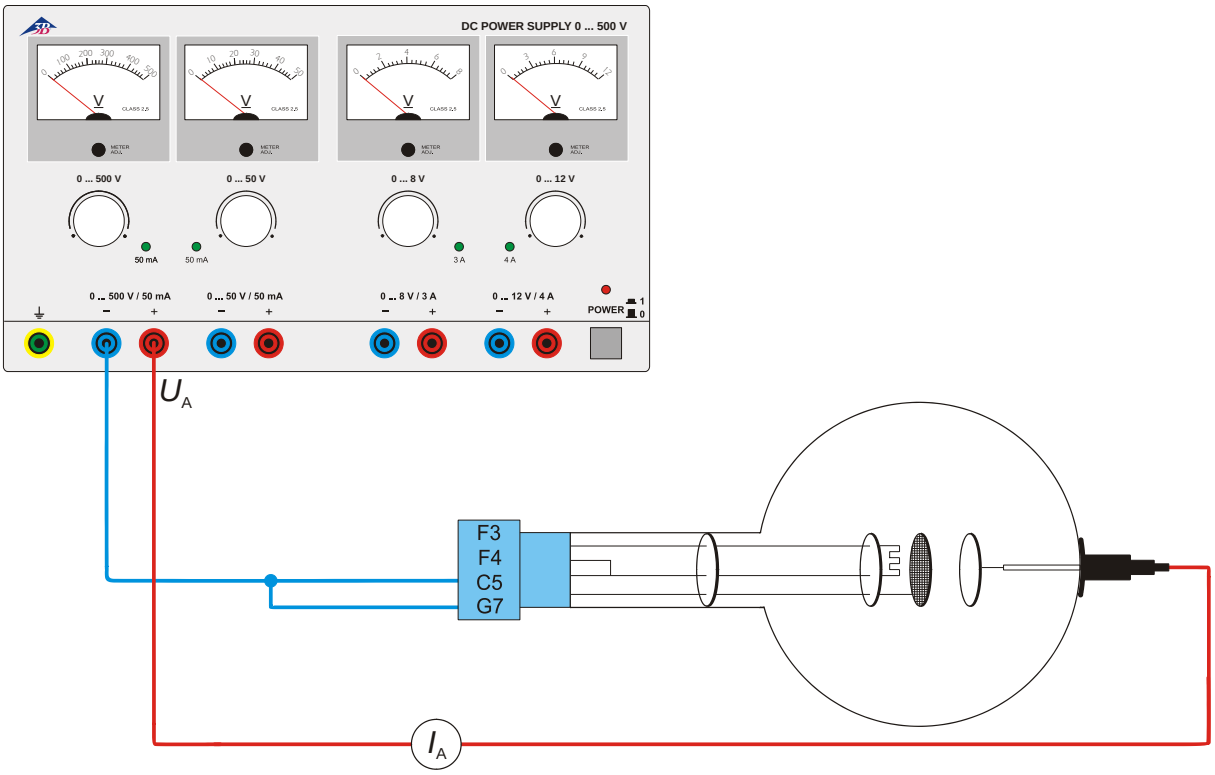

Fig. 3 Selbständige Entladung
- Schaltung gemäß Fig. 3 herstellen.